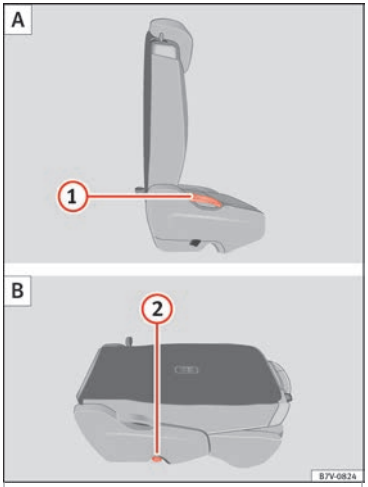

Bild 162 Andra sätesraden: nedfällning av baksäte A, baksäte som lastutrymme B.
- Dra spaken ››› **bild 162** (1) bakåt och fäll ryggstödet framåt. Hela baksätet fälls framåt ››› ⚠.
- Fäll ryggstödet framåt tills det hakar fast i läget som lastyta ››› **bild 162 B**.
- Dra spaken ››› **bild 162** (1) uppåt och ställ ryggstöden i vertikalt läge. Hela sätet fälls bakåt.